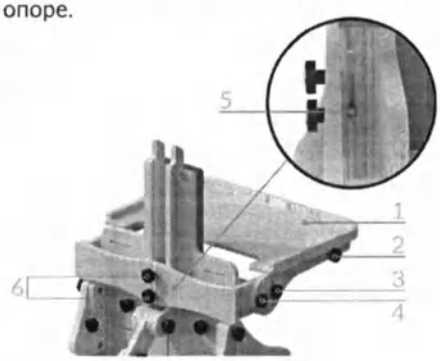

Рис. 8 – Регулировка столика
Столик (рис. 8)
1. Демонтируйте с опоры узел столика (1) руководствуясь описанием выше и рис. 8. Если ложе опоры необходимо перевести в промежуточное (не горизонтальное) положение, то допускается оставить узел столика на опоре.
2. Придерживая ложе опоры ослабьте барашки (2) и (3) с левой и с правой сторон опоры.
3. Ослабьте четыре барашка (4) на направляющей и переведите ложе в горизонтальное (или промежуточное) положение. При установке ложа в горизонтальное положение барашек (2) переместится в точку «А», а барашек (3) - в точку «Б». Зафиксируйте четыре барашка (4), а затем затяните барашки (2) и (3) в новых положениях.
4. При наличии блокируемой газовой пружины вместо шага 3 выполните следующие действия: нажмите педаль сзади опоры и одновременно установите ложе в горизонтальное (или промежуточное) положение, а затем - зафиксируйте результат, отпустив педаль. После этого затяните барашки (2) и (3) в новых положениях.